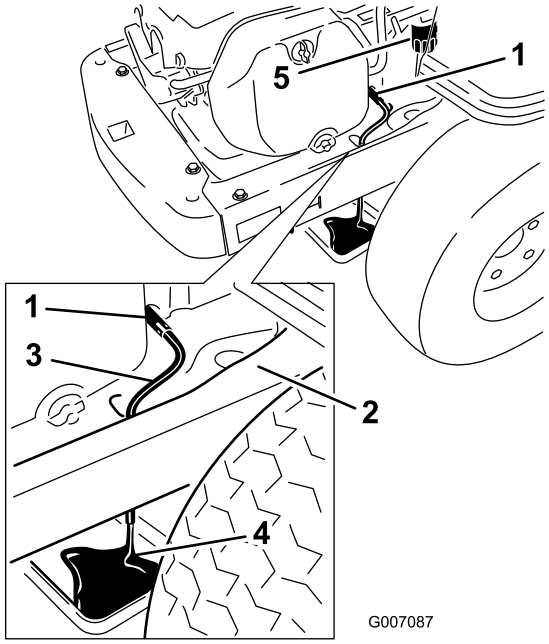

Figur 38
7. Placera ett kärl under maskinen, direkt under tömningsslangen (Figur 38).
8. Vrid tömningsventilen ett fjärdedels varv motsols för att öppna den och låt oljan rinna ut (Figur 38).
11. Ta bort det gamla filtret och torka av monteringsmellanlägget (Figur 38).
13. Ta bort oljetömningsslangen och torka upp överflödig olja på ramen (Figur 38).